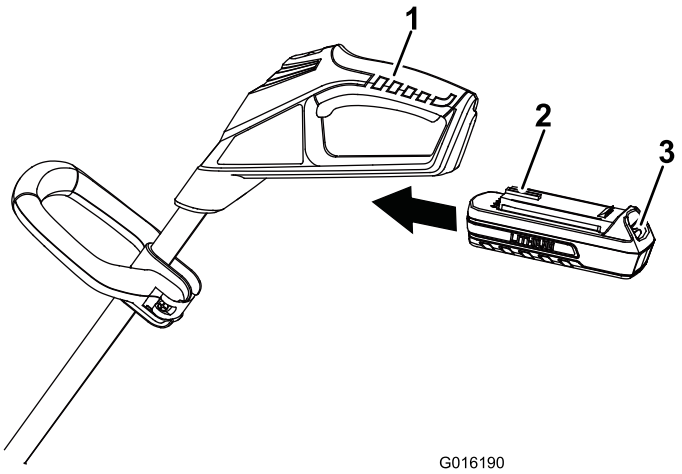

Figure 6
1. Alignez la languette de la batterie sur le creux dans le corps de la poignée (Figure 6).
2. Saisissez la poignée d'actionnement (Figure 6).
4. Pour démarrer la débroussailleuse, repoussez le commutateur de verrouillage à la position de marche, puis serrez la poignée d'actionnement (Figure 6).